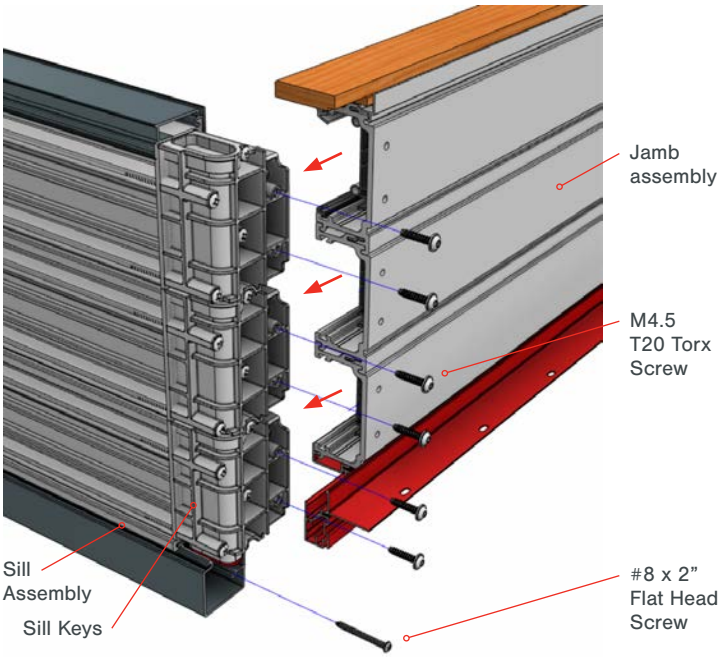

Fig 16
- Rotate the Sill and one of the Jambs to rest on their exterior faces (Fig 16.)
- Fasten the Frame Cladding to the Sill Nosing using the #8 x 2” Flathead screw provided (Fig 16.)